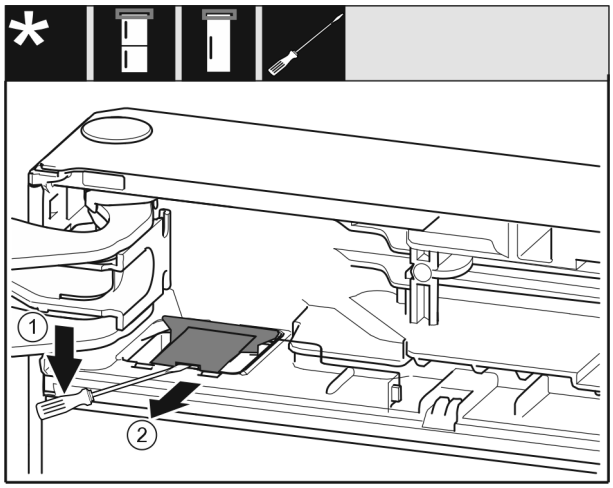

Fig. 9
▶ Atbrīvojiet pārsegu *Fig. 9 (1)* ar plakano skrūvgriezi.
▶ Izņemiet pārsegu *Fig. 9 (2)*.